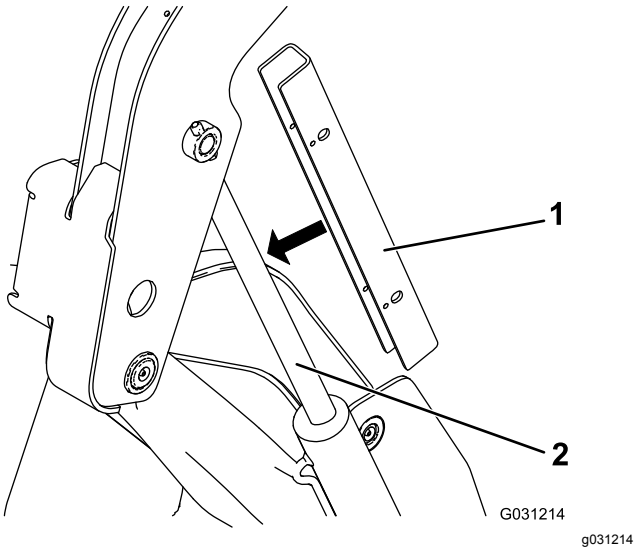

Rysunek 38
5. Nałóż blokadę siłownika na tłoczysko siłownika podnoszenia (Rysunek 38).